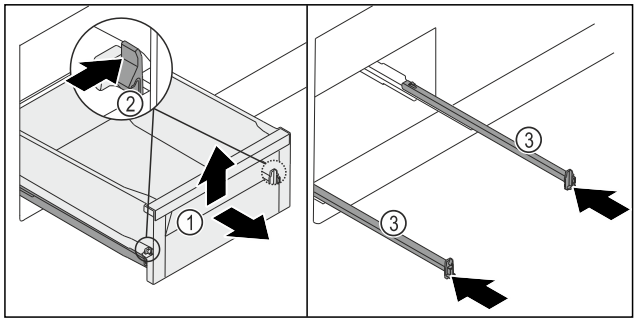

*Fig. 123*
- ▶ Extraiga el cajón *Fig. 123 (1)* hasta el tope.
- ▶ Pulse la pinza *Fig. 123 (2)* hacia la izquierda y hacia la derecha al mismo tiempo.
- ▷ El cajón *Fig. 123 (1)* se separa de los carriles.
▶ Levante el cajón *Fig. 123 (1)* por la parte delantera.
▶ Extraiga el cajón *Fig. 123 (1)* hacia delante.
▶ Introduzca los carriles *Fig. 123 (3)*.